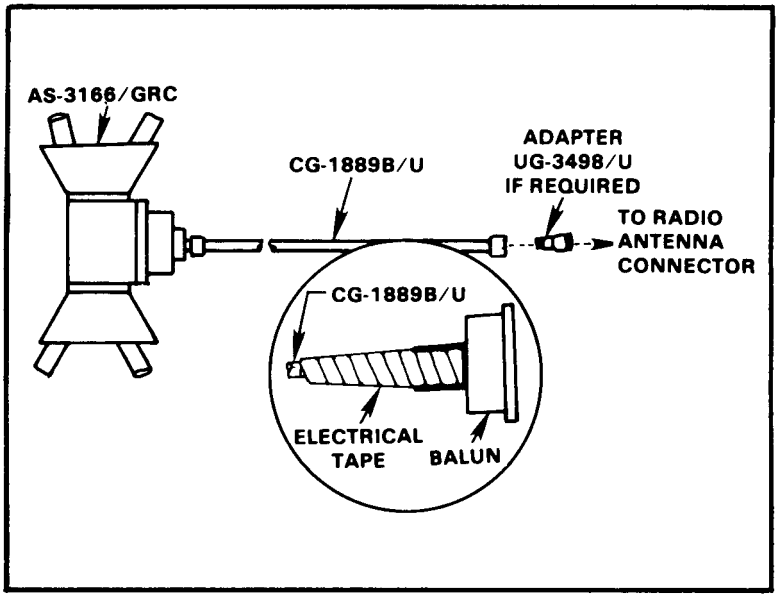

Figure 3-12. Connections of CG-1889B/U to AS-3166/GRC and radio.
b. Connect the RF Cable CG-1889B/U to the feed cone assembly connector (Figure 3-12).
e. Tape the RF cable connection (Figure 3-12) and tape the cable to the insulating extension just below the feed cone assembly. Tape the cable to the mast every 5 feet all the way to the bottom of the mast.
7	Connect the antenna. (Refer to TM 11-5985-357-13.) **NOTE:** For AN/VRC-12 family FM radios with BNC type antenna connectors, use the UG-349B/U adapter on the end of the CG-1886B/U RF cable (Figure 3-12).